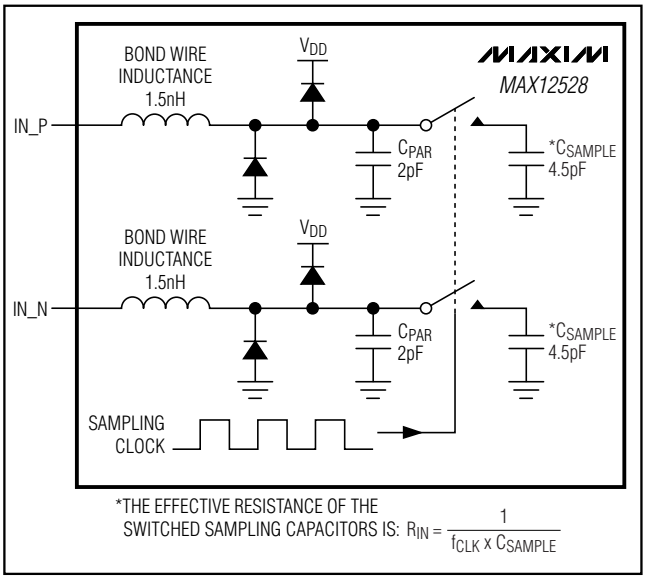
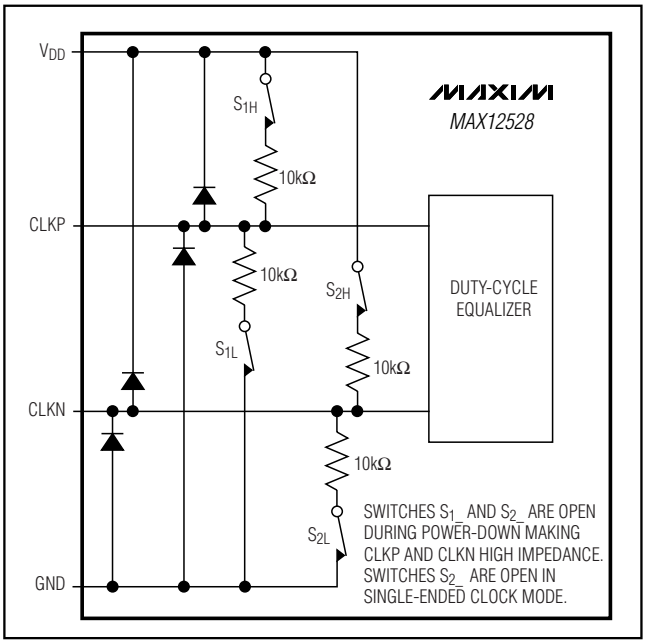

Figure 3. Internal T/H Circuit
Figure 4. Simplified Clock Input Circuit
Figure 3 displays a simplified functional diagram of the input T/H circuit. This input T/H circuit allows for high analog input frequencies of 175MHz and beyond and supports a V_{DD} / 2 common-mode input voltage.
The MAX12528 sampling clock controls the switched-capacitor input T/H architecture (Figure 3) allowing the analog input signals to be stored as charge on the sampling capacitors. These switches are closed (track mode) when the sampling clock is high and open (hold mode) when the sampling clock is low (Figure 4). The analog input signal source must be able to provide the dynamic currents necessary to charge and discharge the sampling capacitors. To avoid signal degradation, these capacitors must be charged to one-half LSB accuracy within one-half of a clock cycle. The analog input of the MAX12528 supports differential or single-ended input drive. For optimum performance with differential inputs, balance the input impedance of IN_P and IN_N and set the common-mode voltage to mid-supply (V_{DD} / 2). The MAX12528 provides the optimum common-mode voltage of V_{DD} / 2 through the COM output when operating in internal reference mode and buffered external reference mode. This COM output voltage can be used to bias the input network as shown in Figures 9, 10, and 11.
The MAX12528 accepts both differential and single-ended clock inputs with a wide 25% to 75% input clock duty cycle. For single-ended clock input operation, connect DIFFCLK/$\overline{SECLK}$ and CLKN to GND. Apply an external single-ended clock signal to CLKP. To reduce clock jitter, the external single-ended clock must have sharp falling edges. For differential clock input operation, connect DIFFCLK/$\overline{SECLK}$ to OV_{DD}. Apply an external differential clock signal to CLKP and CLKN. Consider the clock input as an analog input and route it away from any other analog inputs and digital signal lines. CLKP and CLKN enter high impedance when the MAX12528 is powered down (Figure 4).
1) INAP/B and INAN/B analog inputs are disconnected from the internal input amplifier (Figure 3).
6) CLKP and CLKN clock inputs enter a high-impedance state (Figure 4).